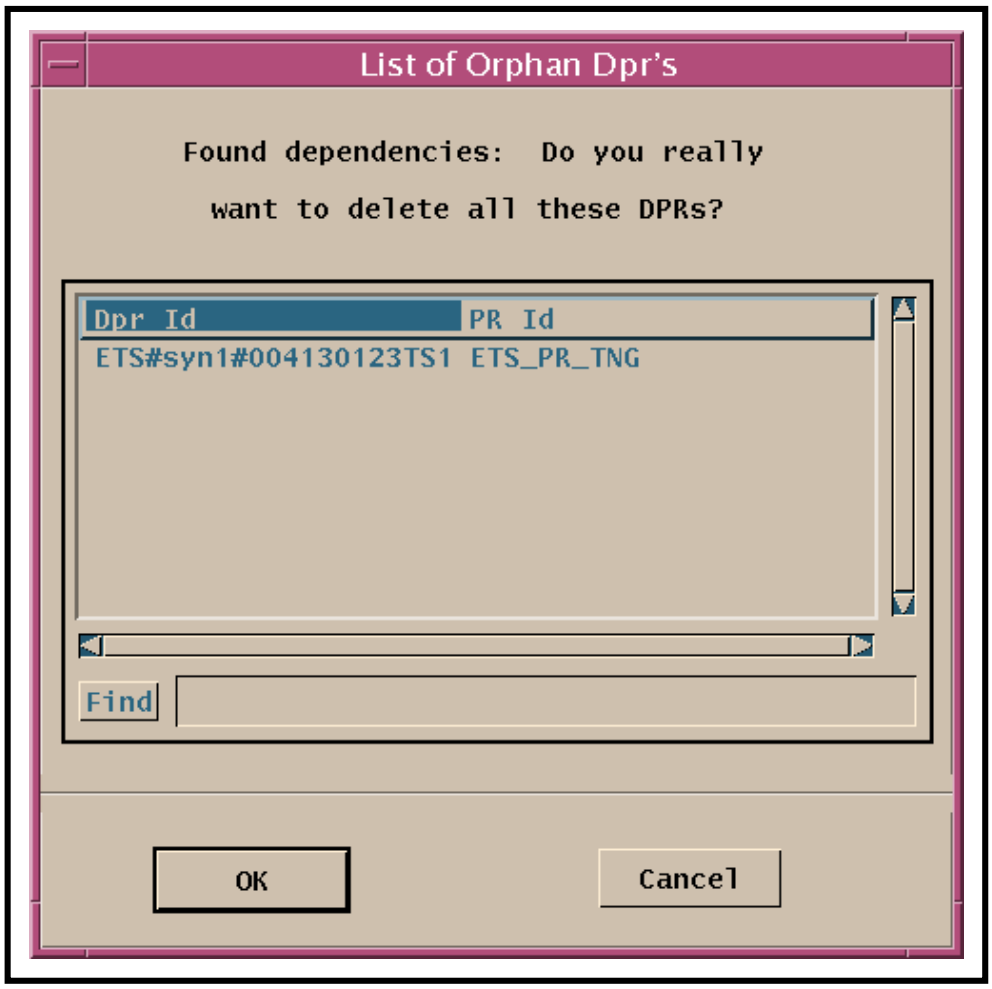

Figure 28. Production Request List of Orphan DPRs Dialogue Box
- If there are dependencies among Production Requests, a "List Of Orphan DPRs" dialogue box similar to Figure 28 is displayed.